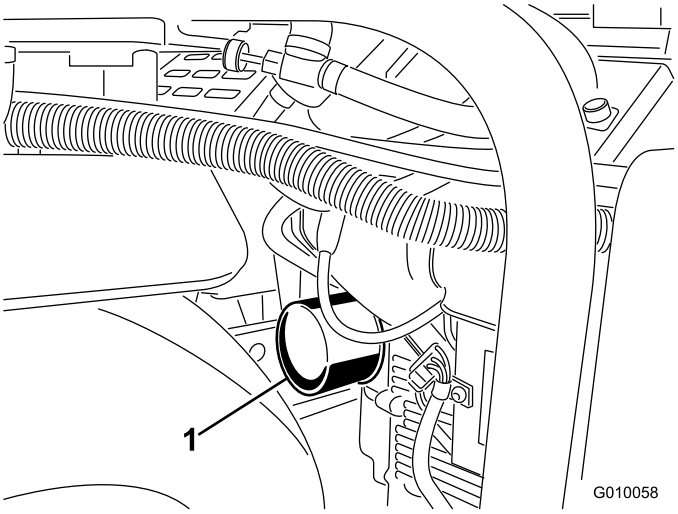
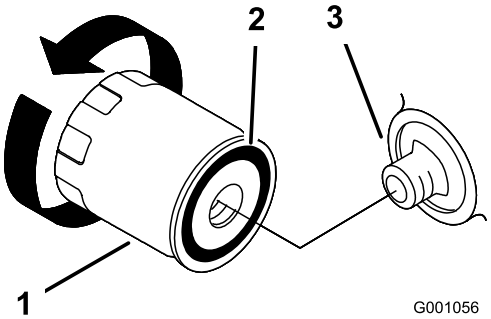

**Rysunek 47**
**Rysunek 48**
6. Aby złapać olej, umieść pod filtrem szmatę lub płytką miskę(Rysunek 47).
7. Wyjmij stary filtr (Rysunek 47 i Rysunek 48) i wytrzyj powierzchnię uszczelki adaptera filtra.